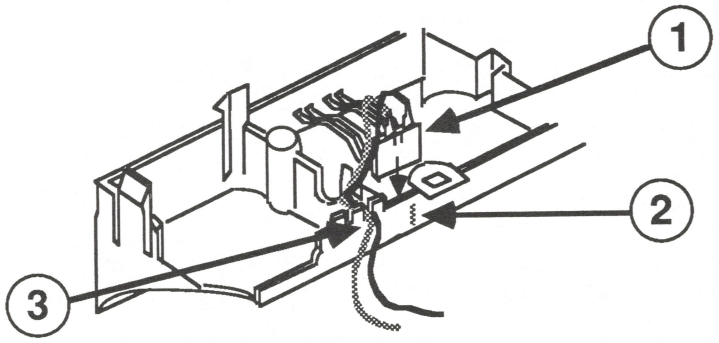
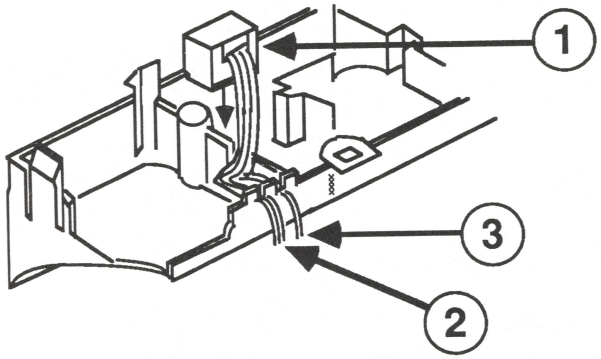

FIGURE 47
FIGURE 48
There are two paper sensors: one is a mechanical paper sensor (Figure 47, #1) and one is a optical paper sensor (Figure 48, #1). For information on the compatibility of these sensors with the logic boards, refer to Section 0, Service Notes.
2. Turn the paper guide upside down and use a small jeweler's flatblade screwdriver to release the tab that holds the sensor in place (Figure 47, #2). This procedure is the same for both sensors.
2. For the mechanical paper sensor, route the wires as shown in Figure 47, #3.
For the optical paper sensor, route the black and yellow wire as shown in Figure 48, #2, and route the single wire as shown in Figure 48, #3.